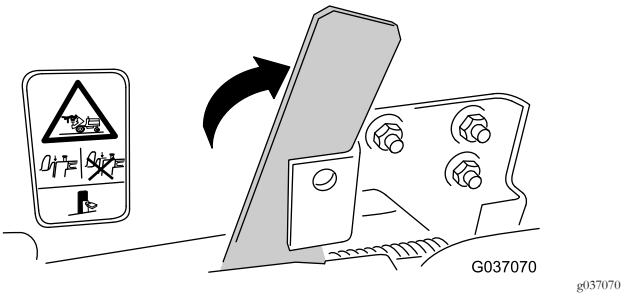
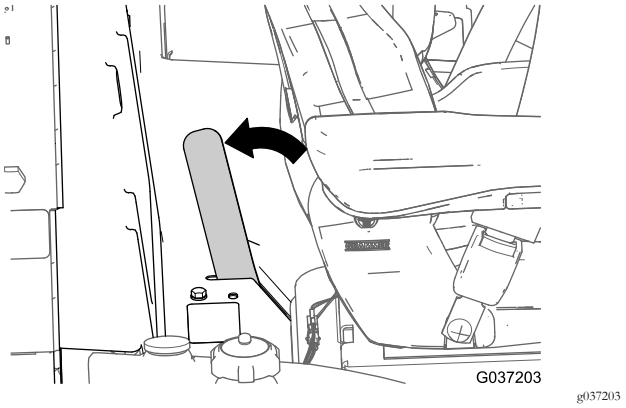

Figura 39
Figura 40
3. Desça completamente a plataforma e mova a pega de bloqueio em direção à traseira do cortador (Figura 39 ou Figura 40) até que os ganchos do trinco engatem completamente na barra de bloqueio.